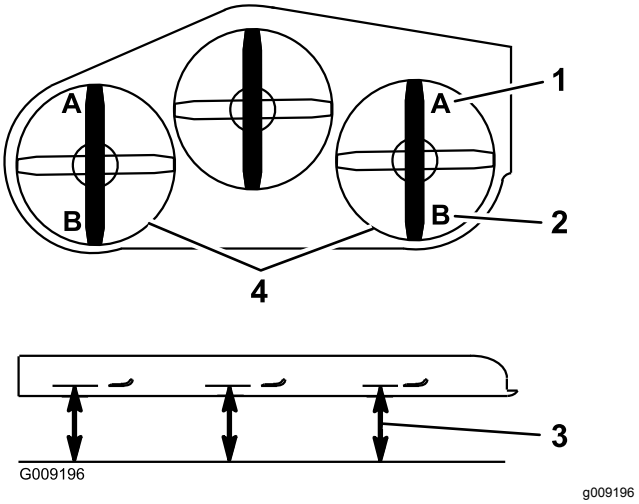

Figur 96
9. Mål fra den plane overflade til skæreknivens forreste spids (position A) på begge sider af skjoldet som vist i (Figur 96).
15. Mål fra den plane overflade til skæreknivens bageste spids på begge sider af skjoldet (position B) som vist i Figur 96.